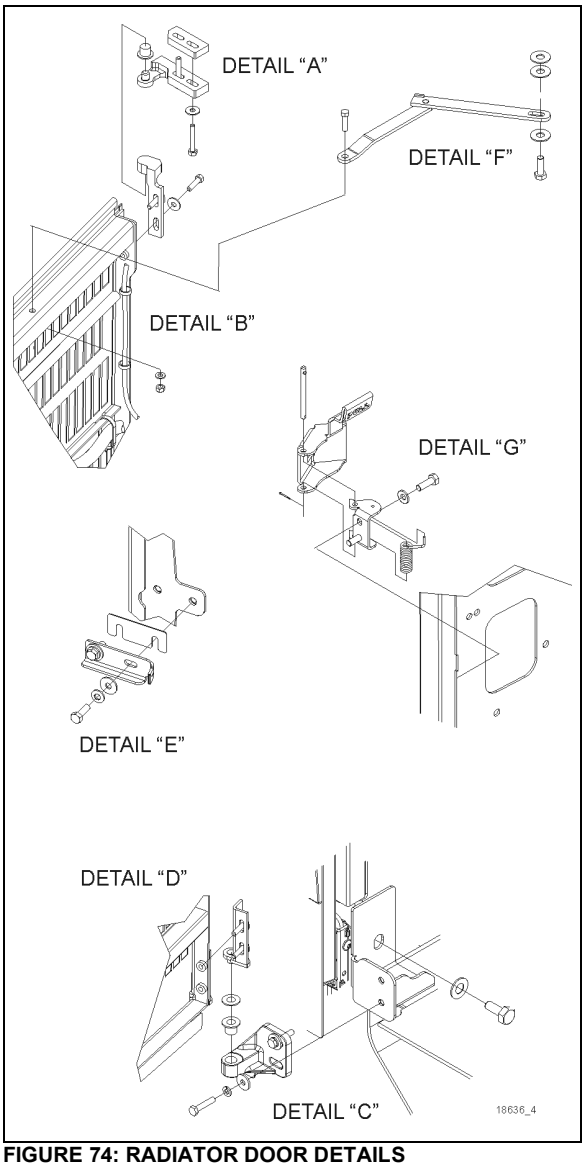

FIGURE 74: RADIATOR DOOR DETAILS
1. Loosen the bolts, (“A” & “C”, Figure 74) holding the hinge to the vehicle structure to shift the door "LEFT or RIGHT".
2. Loosening the bolts (“B” and “D”, Figure 74) allows the door to be shifted "UP or DOWN".
To adjust the latch mechanism ("E" and "G", Figure 74) and the striker pin:
1. Open the door and slightly loosen the latch tab ("E", Figure 74).